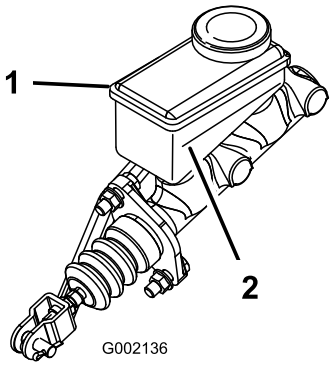

Figur 54
3. Titta på markeringen på sidan av vätskebehållaren (Figur 54).
B. Tillsätt DOT 3-bromsvätska i behållaren tills vätskenivån är ovanför miniminivålinjen (Figur 54).